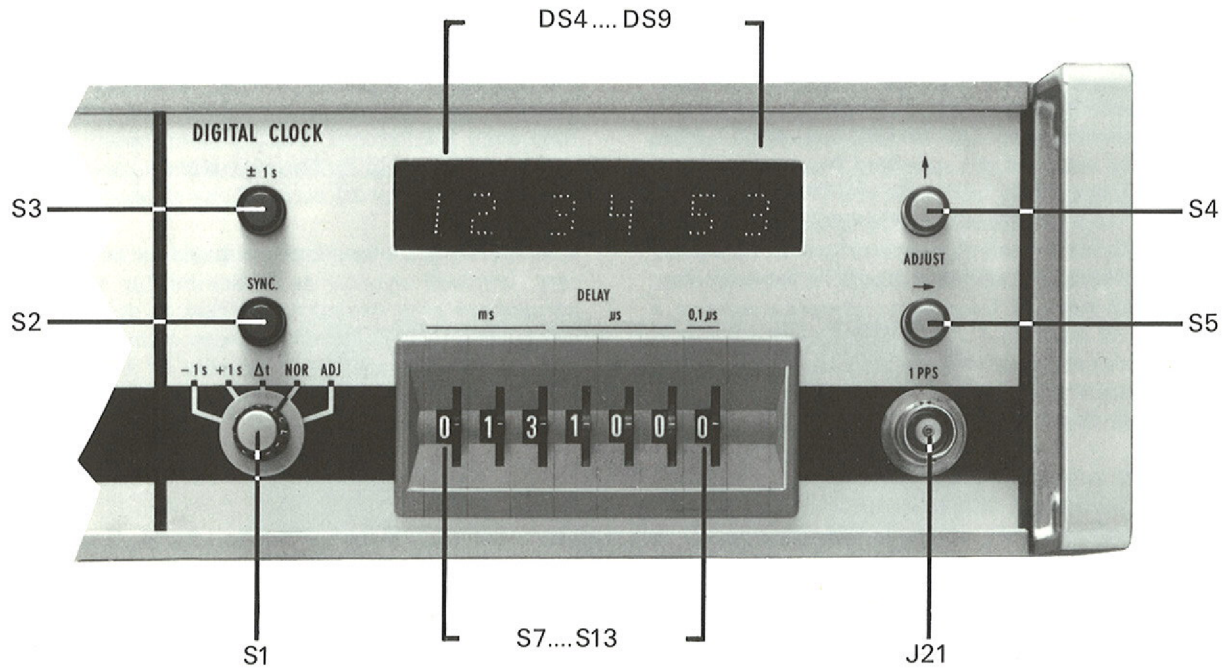
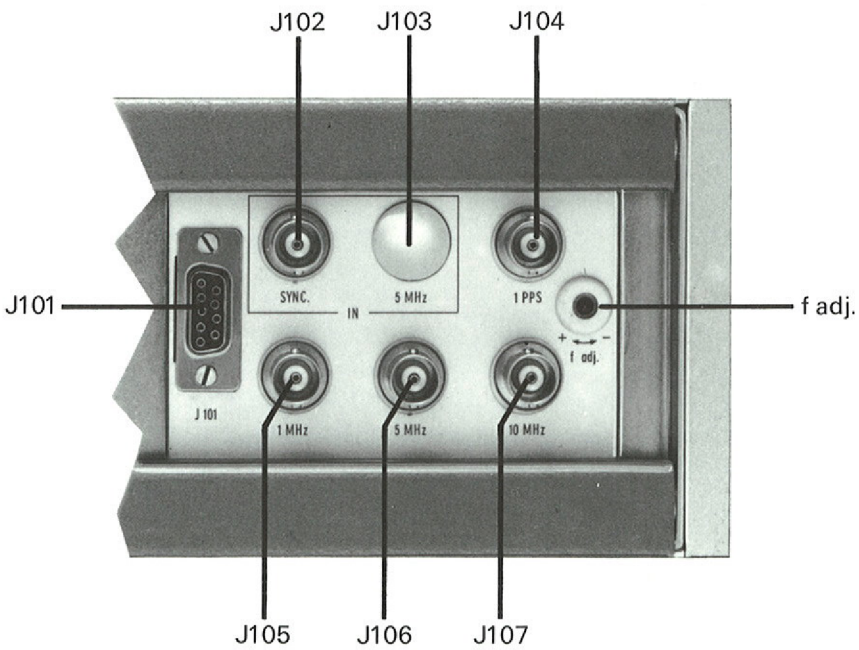

Fig. 8 Clock module – option 2205 (front panel)
Fig. 9 Frequency standard 2200 (rear panel, right side)
5.2. Clock module – option 2205 (figure 8)
c) All the function controls are located on the front panel (fig. 8) for ease of operation. To prevent against unwanted or inadvertend activation, no function can be enabled without operating at least two control knobs or switches, whichever applies. The only exception is the digital phase shifter whose setting can easily be recorded.
5.2.1. **Time display initial setting** (figure 8)
c) An accurate synchronization can be achieved only by an external reference time signal. The reference time signal (1 PPS) will be connected to the synchronization input (BNC J102, fig. 9) on the rear panel.
Synchronization signal is to be connected to the SYNC input (J102, fig. 9).
a) The clock module has two 1 PPS outputs, one on the front panel (J21, fig. 8) protected by 1 kΩ for test purposes, the other at the rear panel (J104, fig. 9) having the following electrical specifications:
b) The module is equipped with a digital calibrated phase shifter controlled by a series of thumbwheel selector switches, located on the front panel (S7 to S13, fig. 9). It allows the 1 PPS to be delayed by steps of .1 µs, 1 µs, 10 µs, 100 µs, 1 ms, 10 ms or 100 ms, within a range of maximum 1 sec by simply setting the corresponding selector switches to the desired value.
- set function selector switch to position "+1 s" (fig. 8)
- press leap second pushbutton S3 (fig. 8)
- set function selector switch to position "–1 s" (fig. 8)
The time comparator allows for the internal 1 PPS to be compared against an external reference signal connected to the SYNC input (J102, fig. 9) BNC on rear panel. The value of the time offset is permanently available as an analog signal through the multipin connector (J101, fig. 9) for recording purposes, it can also be displayed by the time read-out.
a) Connect the reference signal to the SYNC input on rear panel (J102, fig. 9).
After the reference time signal has been connected to the SYNC input (J102, fig. 9), the value of the time offset Δt can be displayed by the time read-out by simply turning function selector switch to position Δt. This operation does not affect the time counter and the display of clock's time is resumed as soon as function selector switch is returned to position NOR (NORMAL).